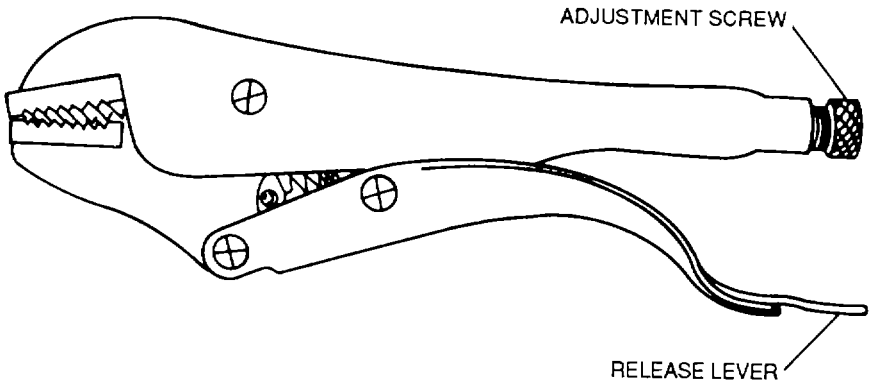

Figure 4-47. Vise-Grip Pliers
(8) *Vise-grip pliers*. Vise-grip pliers have a clamping action which allows them to be clamped onto an object. They will stay there and free the other hand for other work. These pliers, shown in figure 4-47, are sometimes made with a clamp-type jaw which allows them to be used for clamping sheet metal. The vise-grip pliers can be adjusted by turning the knurled adjustment screw until the desired jaw dimension is reached.